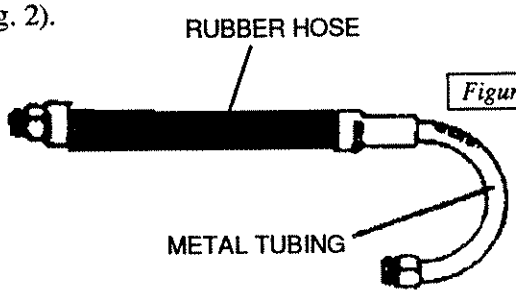

Figure 2
5. Now take the line from your Tiger oil filter, the one that runs from the center bolt on the filter (Fig. 2).